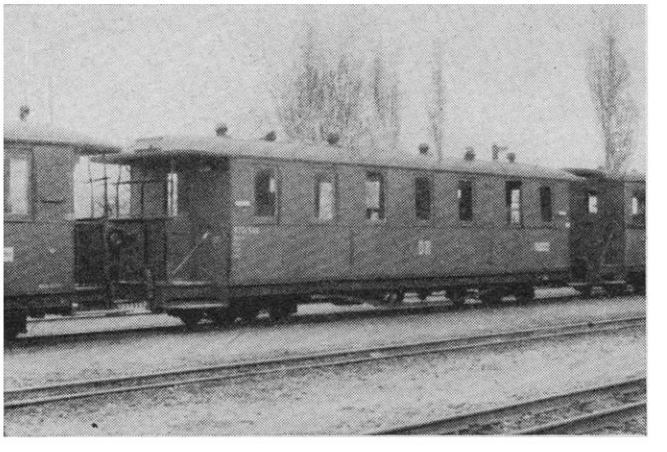

Bild 6 Bei starken Gleiskrümmungen sind wie hier im Lößnitzgrund neben der Innenschiene besondere Schutzschienen angebracht
Hinter dem Weißen Roß geht es weiter durch sorgsam gepflegte Gärten. Vor uns erheben sich die mit Wein bebauten Lößnitzhänge, aus denen in Form eines V der Lößnitzgrund heraustritt. Wenig später befinden wir uns in diesem von riesigen Laubbäumen beschatteten Tal (Bild 6). Es ist teilweise so eng, daß auf seinem Grund neben der Bahnstrecke nur der Fluß und ein Fußweg Platz haben. Mühelos werden die engen Gleisbögen, deren Radius mitunter nur 40 m groß ist, durchfahren. Welche Vorteile hat hier die Schmalspurbahn gegenüber der vollspurigen, die nur Kurven mit einem Radius von mindestens 180 m durchfahren darf (F)!